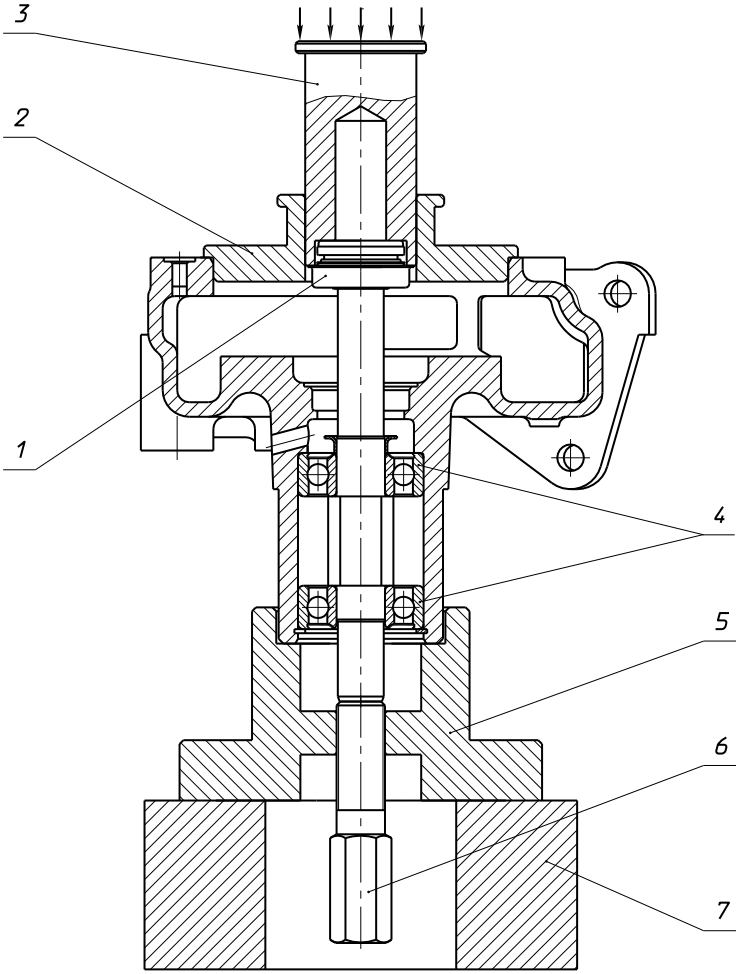

Рис. 25. Установка торцового уплотнения "КАСО"
1. Установить корпус насоса в сборе с валом и подшипниками через специальную проставку 5 вертикально на жесткую опору 7, которая имеет внутреннее отверстие для размещения установочного винта 6 (см. рисунок 25).
На рисунках 26 - 29 приводятся эскизы для изготовления деталей приспособления по сборке водяного насоса при установке уплотнения «КАСО» (см. рисунок 25). Материал деталей – сталь.